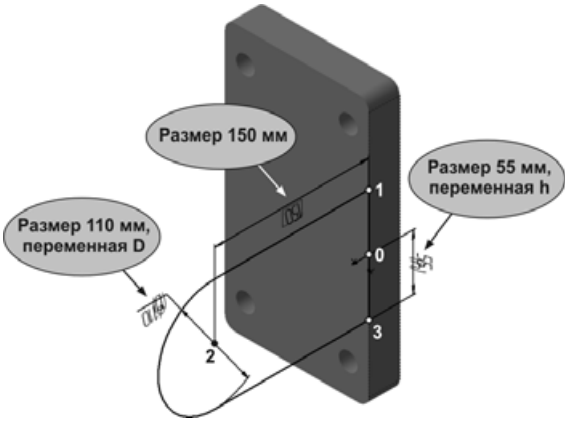

Рис. 5.126
- Проставьте диаметральный размер для дуги, задайте значение 110 и имя переменной D. Этот размер будет определять величину скругления и, одновременно, ширину проушины (рис. 5.126).